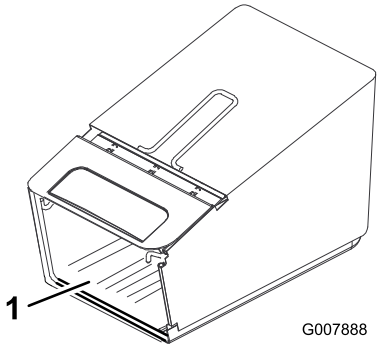

Figur 7
2. Pass på at sidene på bunnen av posen er på **innsiden** av poserammen, som vist i Figur 7.